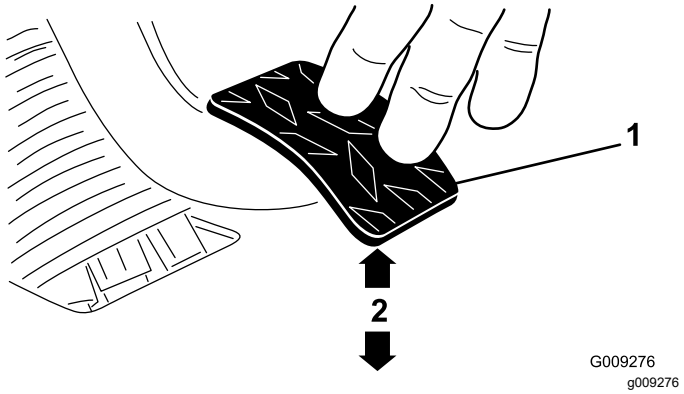

Figur 69
3. Justera kontramuttrarna eller kulleden tills den nedre bakre kanten på kopplingspedalen är 9,5 ± 0,3 cm från ovansidan av golvplattans diamantmönster när en kraft på 1,8 kg appliceras på pedalen (Figur 69).